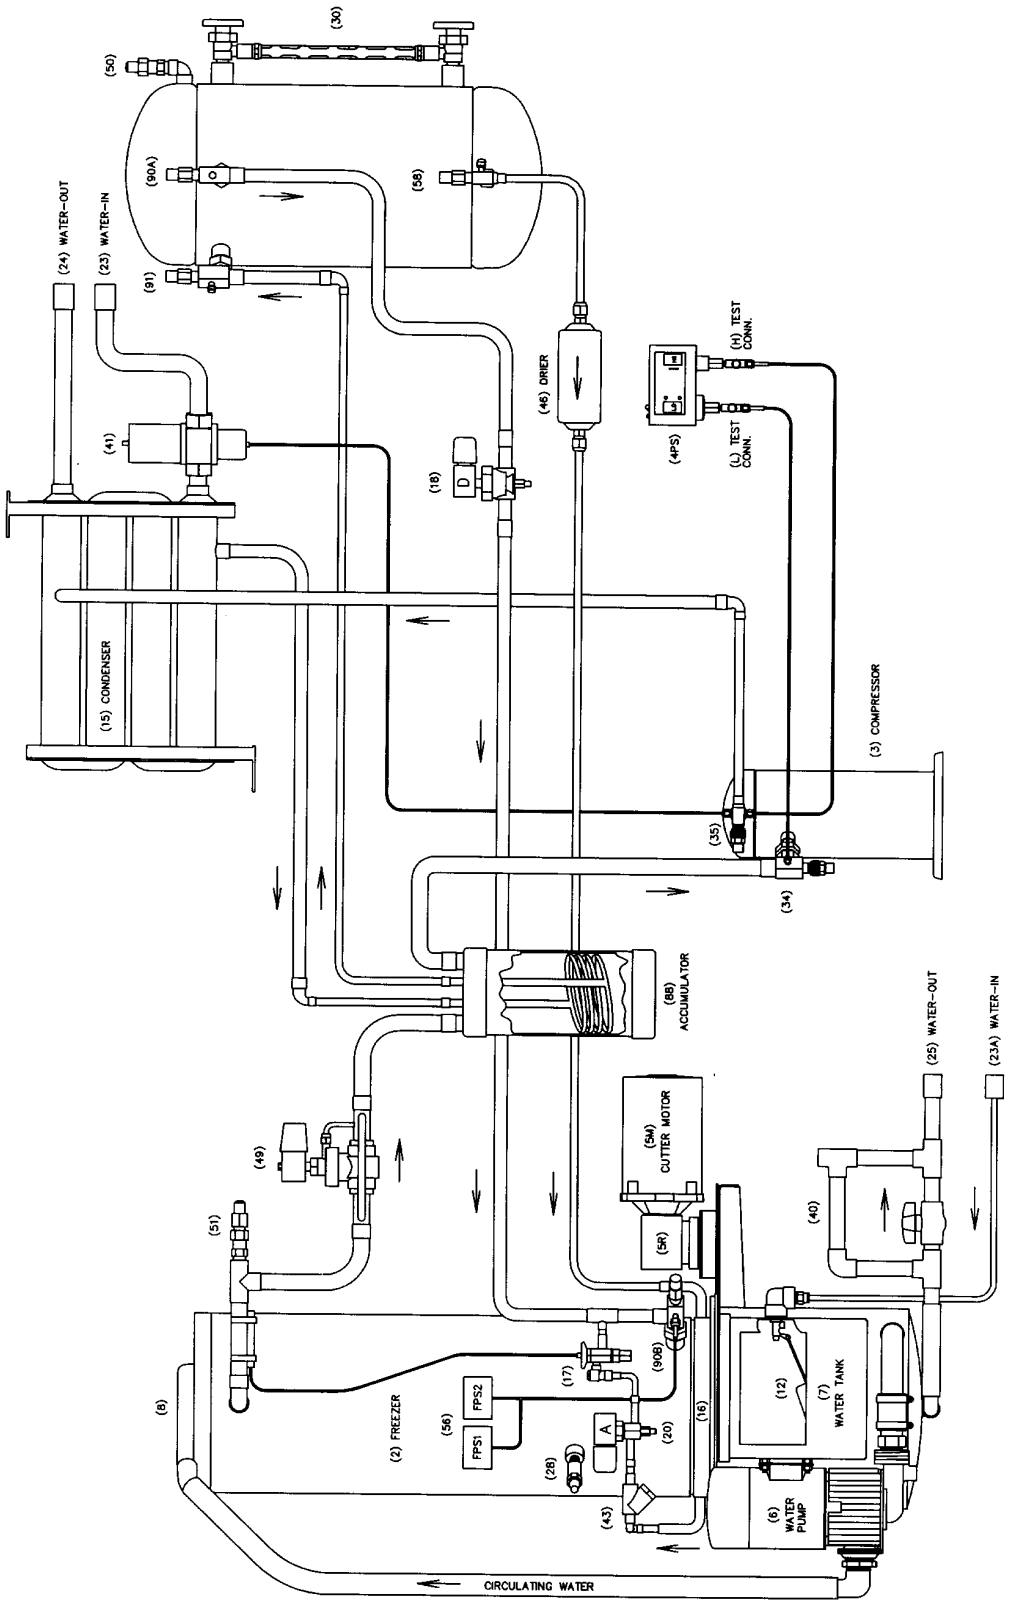
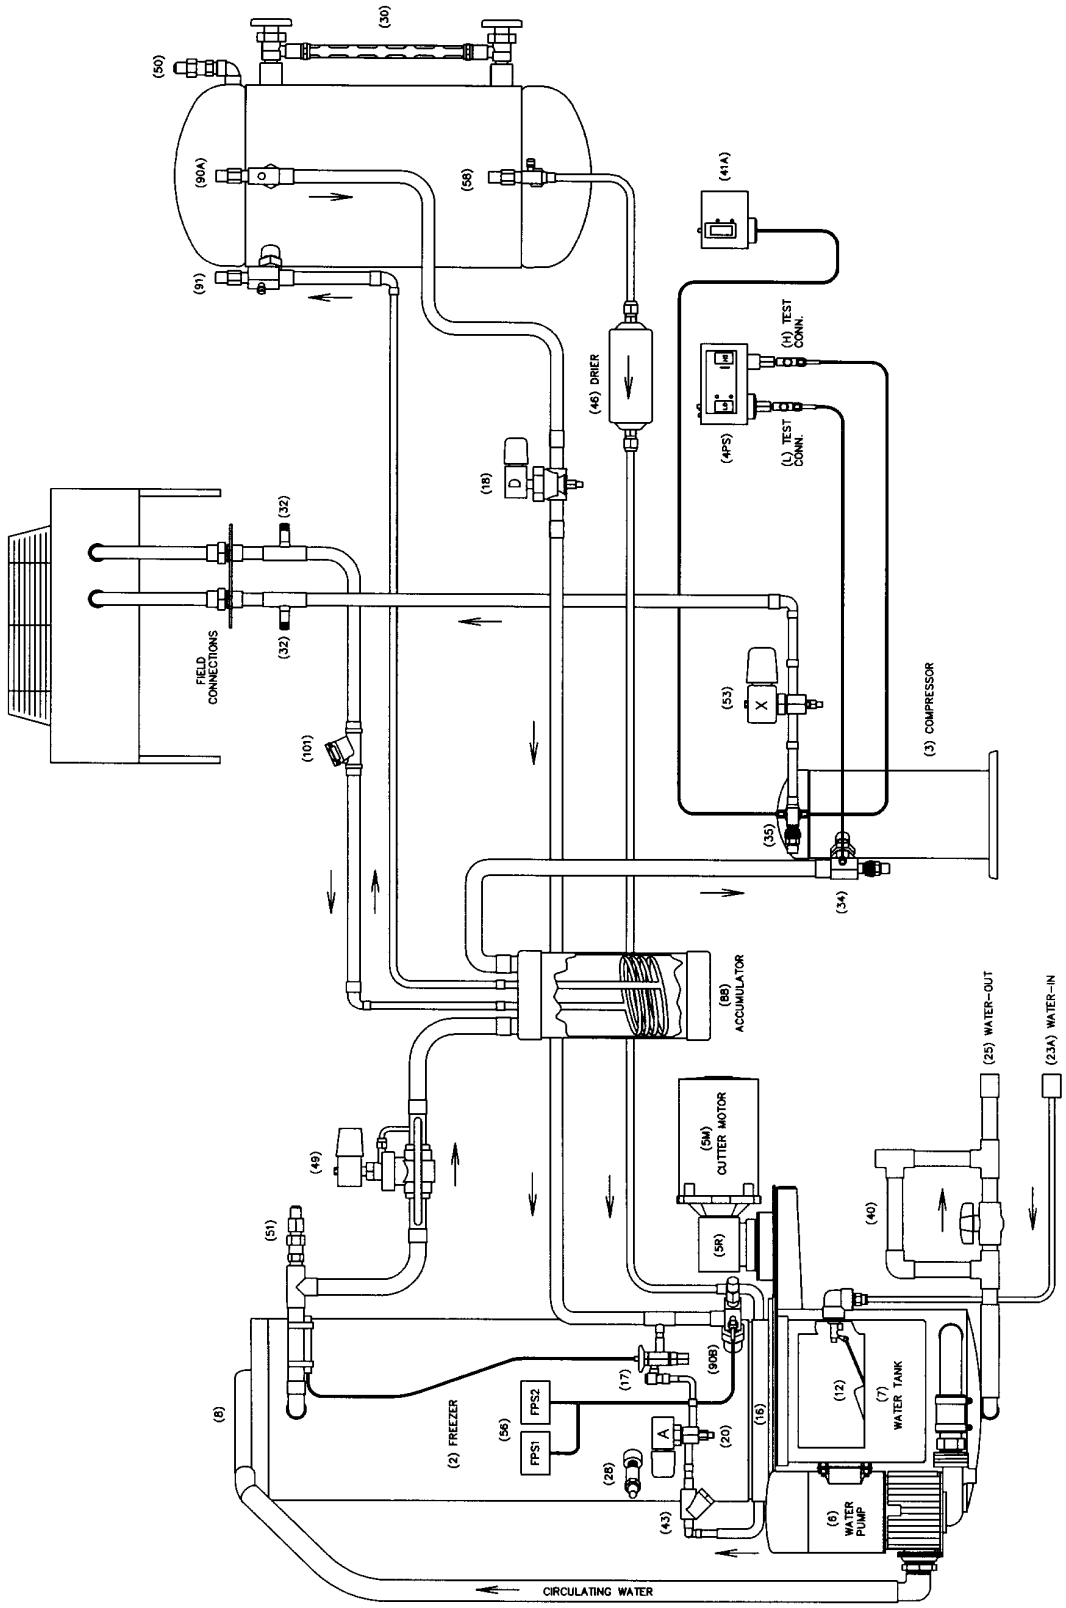

Figure 3: Water-Cooled Piping Schematic
Figure 4: Air-Cooled Piping Schematic
Table 1 lists the piping nomenclature as labeled in Figure 3 and Figure 4, which illustrate the piping schematics of the refrigerant and water circuits of water-cooled (WC) and air-cooled (AC) Tube-Ice® machines.